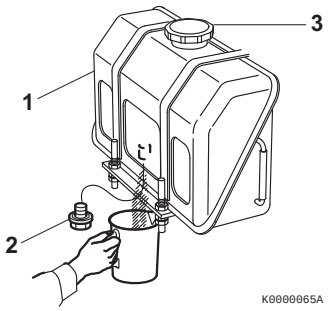

Figure 10
1. Position an approved container under the diesel fuel tank **(Figure 10, (1))** to collect the contaminants.
2. Remove the fuel cap **(Figure 10, (3))**.
3. Remove the drain plug **(Figure 10, (2))** to drain the contaminants (water, dirt, etc.) from the bottom of the tank.